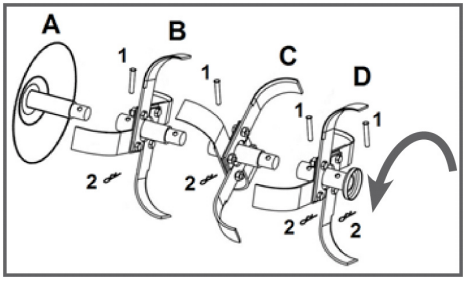

Рис. 3 Установка правых фрез
4. Установите собранные фрезы на выходной вал коробки передач, закрепите их пальцами 1 и шплинтами 2 (Рис. 3). После установки крайней внешней фрезы (например, B) установите диск защиты растений A и закрепите его пальцем 1 и шплинтом 2 (Рис. 3). Для примера на Рис. 3 показана установка правых фрез.